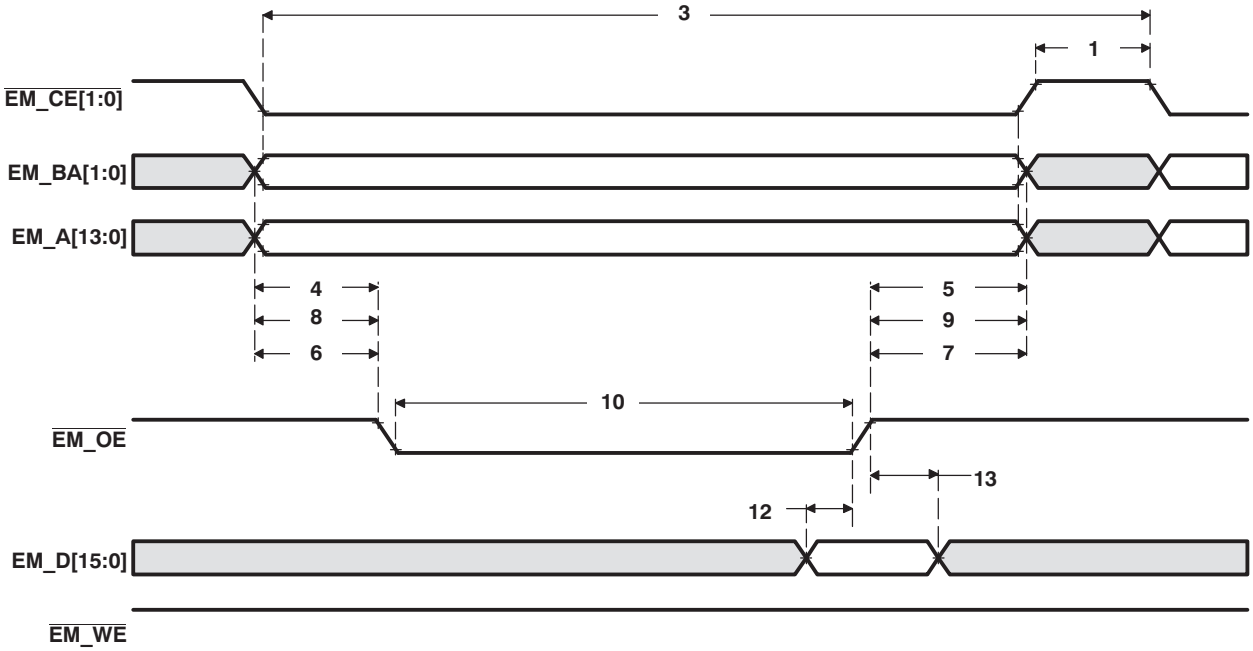
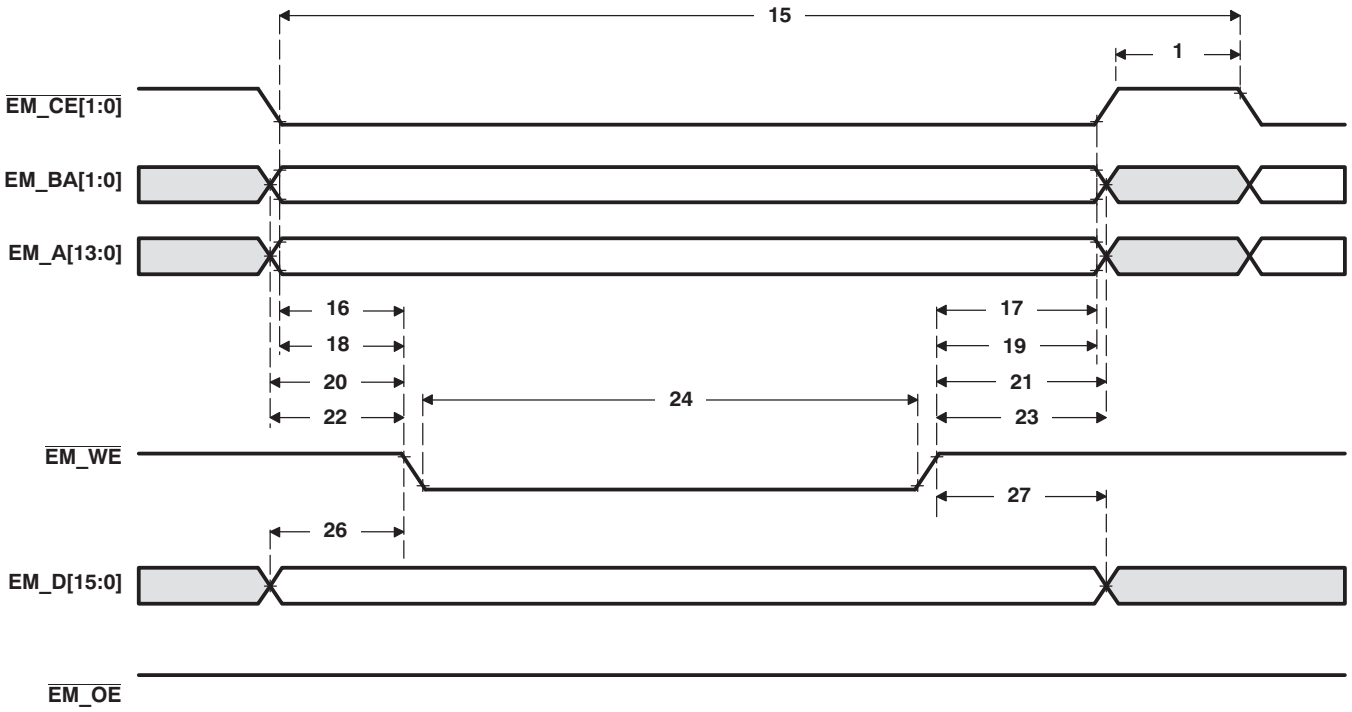

Figure 5-14. Asynchronous Memory Read Timing for EMIF
Figure 5-15. Asynchronous Memory Write Timing for EMIF
Table 5-13. Timing Requirements for Asynchronous Memory Cycles for AEMIF Module[(1)] (see Figure 5-14 and Figure 5-15)
Table 5-14. Switching Characteristics Over Recommended Operating Conditions for Asynchronous Memory Cycles for AEMIF Module[(1) (2) (3)] (see Figure 5-14 and Figure 5-15)
Table 5-14. Switching Characteristics Over Recommended Operating Conditions for Asynchronous Memory Cycles for AEMIF Module (1) (2) (3) (see Figure 5-14 and Figure 5-15) (continued)
(4) During OneNAND Mode the EM_CLK is driven by 1/2 PLLC1SYSCLK2 clk.